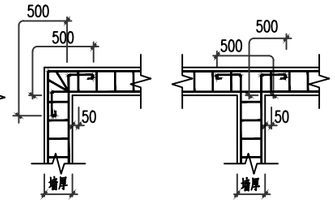

图7.4.4 圈梁转折处配筋大样
7.4.4 圈梁在房屋转角及丁字交叉处的连接构造见图7.4.4。